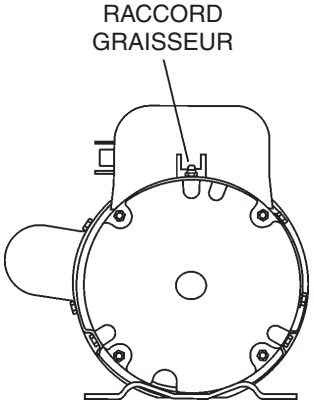

Figure 38. Raccords de graissage (moteur électrique)
1. Il y a ***deux*** raccords de graissage (Figure 38) à chaque extrémité du moteur électrique qui doivent être lubrifiés. Lubrifier ces raccords environ ***tous les 16 mois***.